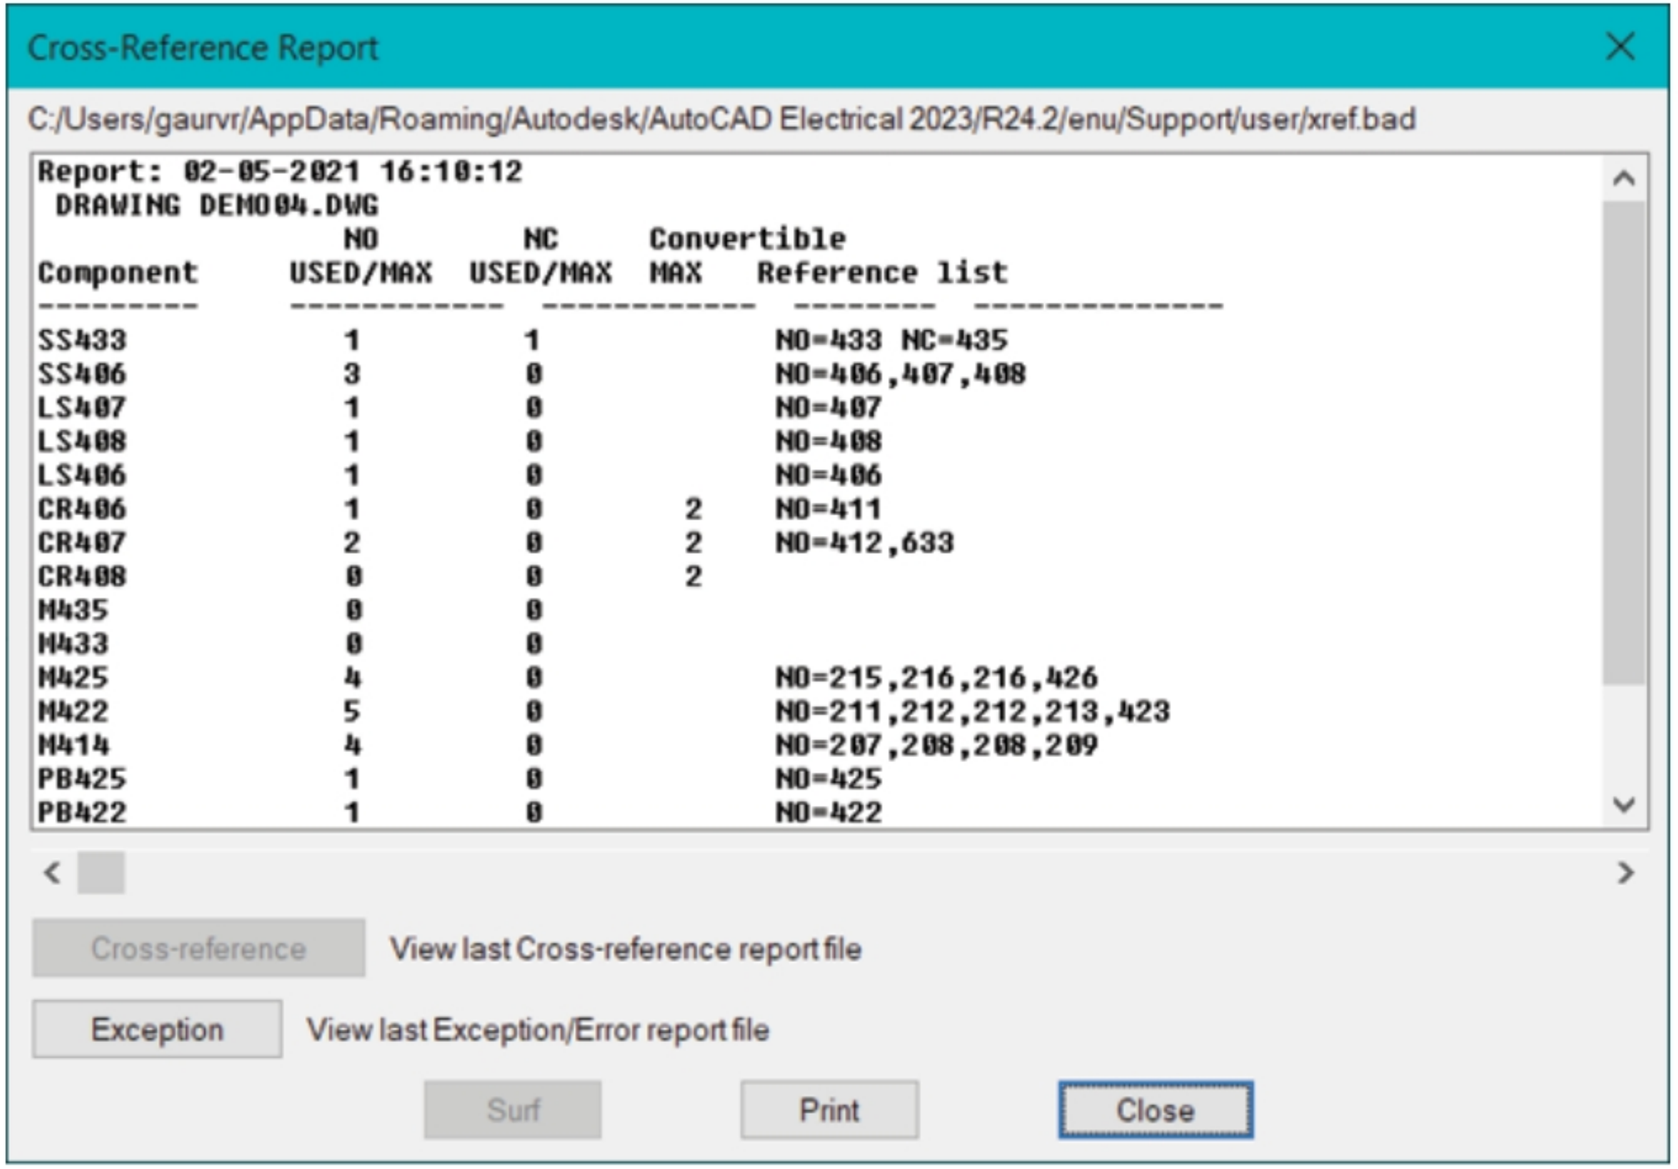

Figure-55. Cross Reference Report dialog box
- Click on the **Cross-reference** button from the dialog box. The **Cross-Reference Report** dialog box will be displayed; refer to Figure-55.